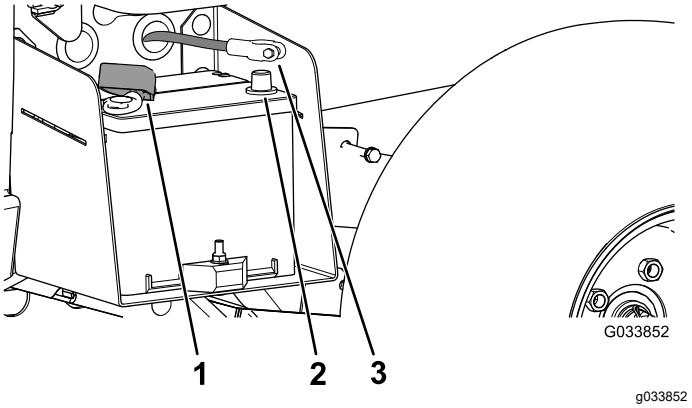

Figuur 5
3. Bevestig de pluskabel van de accu (rood) aan de pluspool (+) van de accu en zet deze vast met de bouten en moeren (Figuur 5).